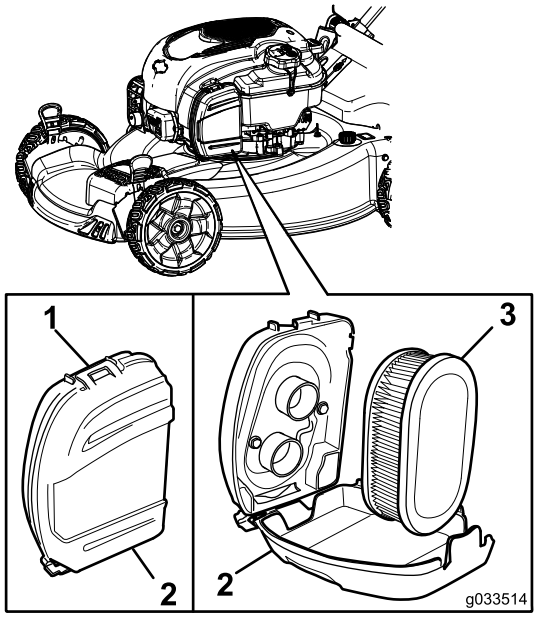

Rysunek 31
1. Odepnij górę pokrywy filtra powietrza (Rysunek 31).
2. Wyjmij filtr powietrza (Rysunek 31).